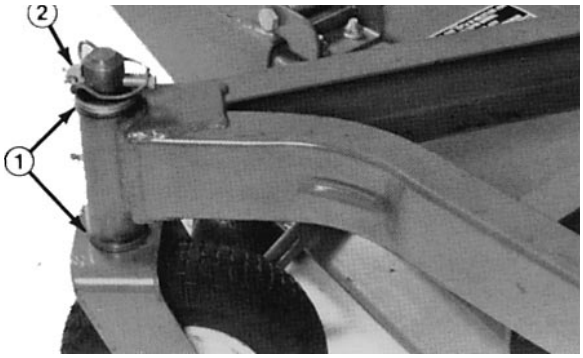

Fig. 20
A. På klippeenheder, der normalt anvendes med en klippehøjde på 25 til 50 mm, skal den lave side af klippeenheden løftes. Fjern splitten, der fastholder hjulet på den lave ende (fig. 20), og fjern styrehjulet.
C. Hvis klippeenheden bruges med en klippehøjde på 5–10 cm, skal den høje side af klippeenheden sænkes. Fjern styrehjulets split i den høje ende af enheden og tag styrehjulet af (fig. 20).